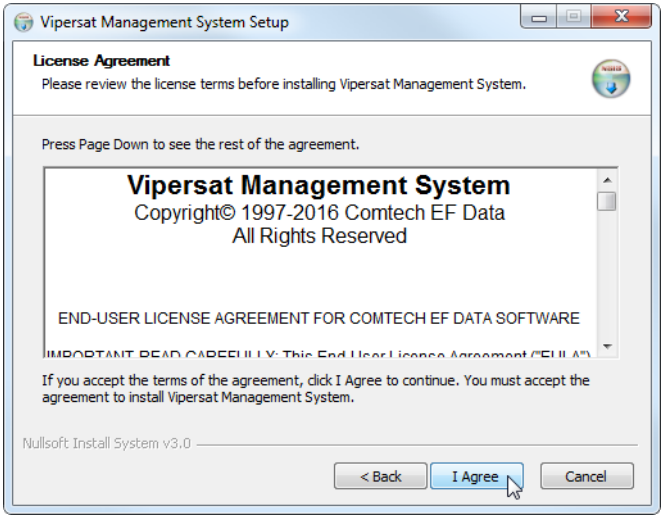

Figure 2-16 License Agreement screen
3. On the **License Agreement** screen, shown in figure 2-16, click the **I Agree** button to proceed.